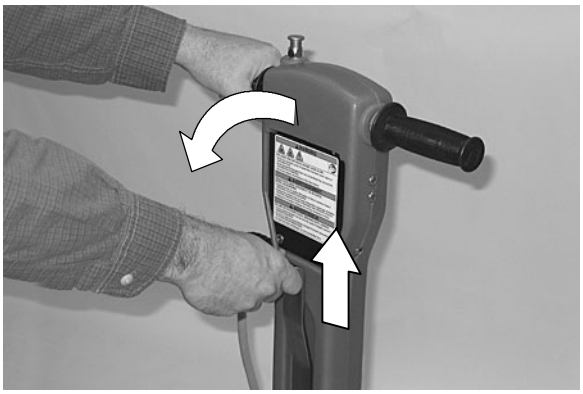

FIG. 4
2. Relâchez la poignée à partir de la position verticale, en soulevant le levier de déblocage de la poignée (Figure 4).